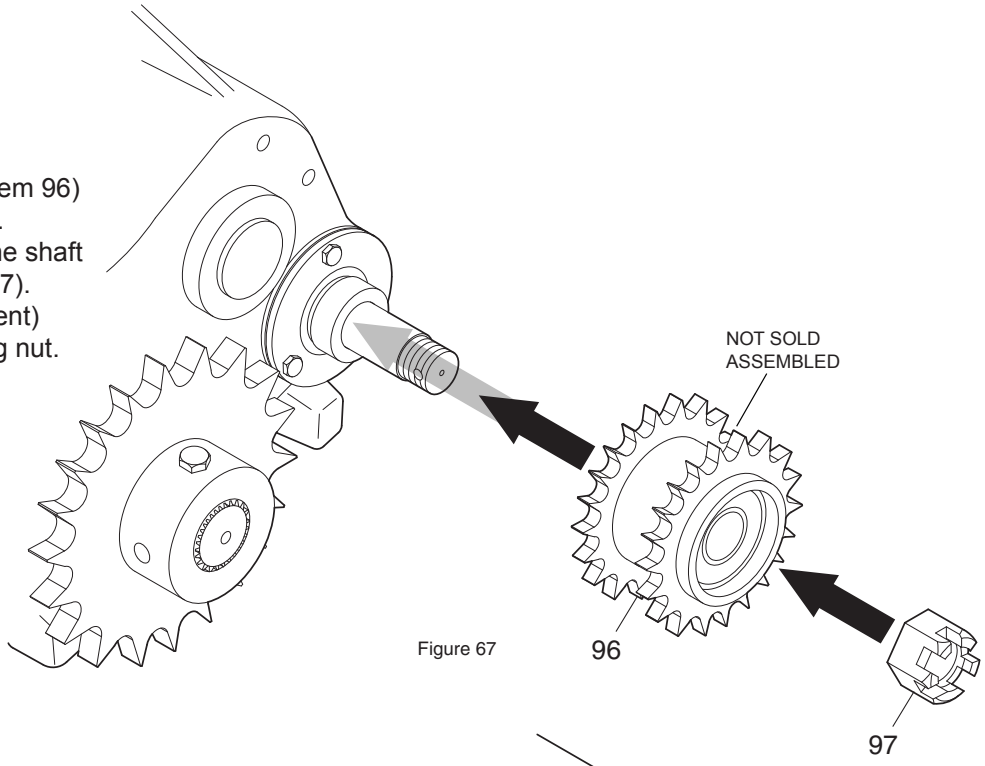

Figure 67
Slide the double chain sprocket (item 96) on the shaft as shown in figure 67. Then, lock the chain sprocket to the shaft using the nut #T2813525P (item 97). Apply Loctite #262 (or the equivalent) on the rod threads before installing nut.